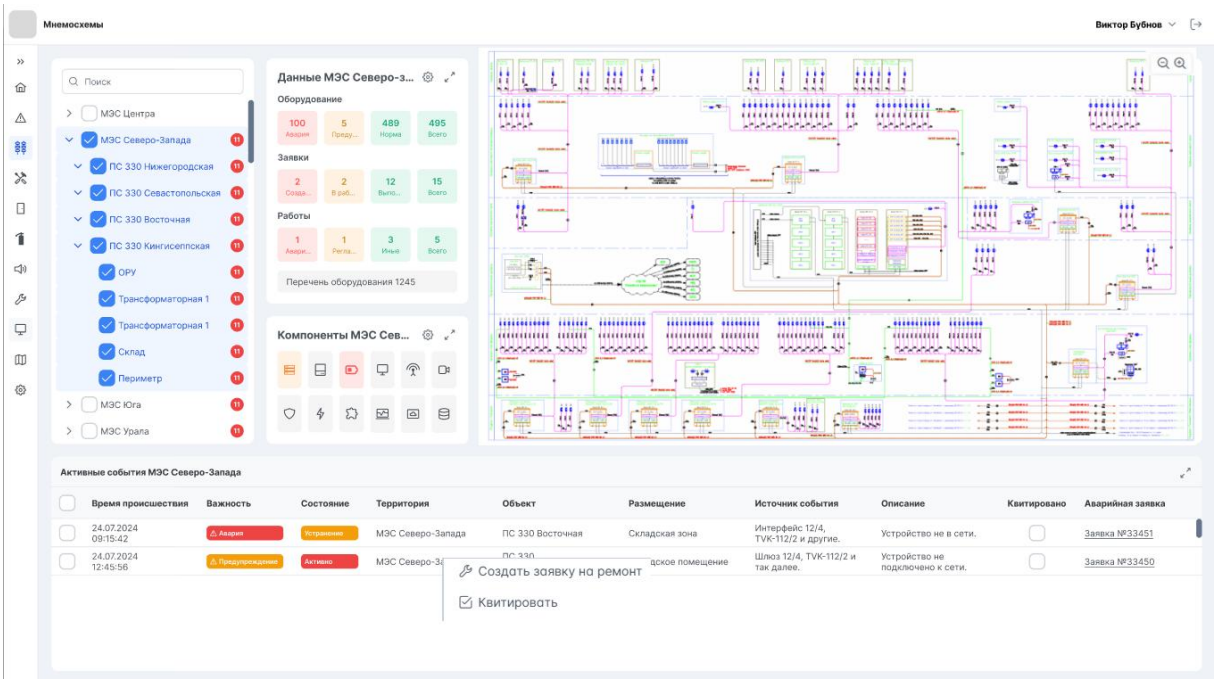
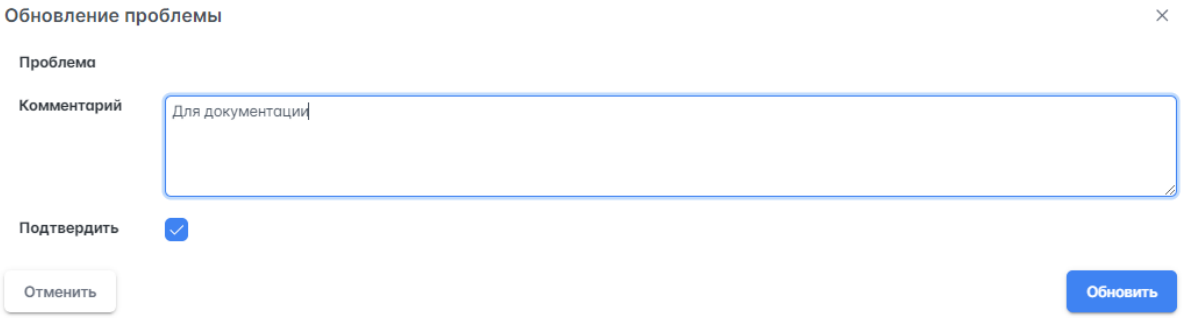

Рисунок 17 – Контекстное меню на странице "Мнемосхемы"
Рисунок 18 – Квитирование события
1) Установить флажок (нажать ЛКМ) в строке события в столбце "Квитировано" (при квитировании одного события) или нажать ПКМ по строке события (при квитировании одного или нескольких событий), откроется контекстное меню (рисунок 17), в котором нажать ЛКМ на поле "Квитировать". Откроется диалоговое окно "Обновление проблемы" (рисунок 18).
2) Нажать ПКМ по строке любого выделенного события, откроется контекстное меню (рисунок 17).